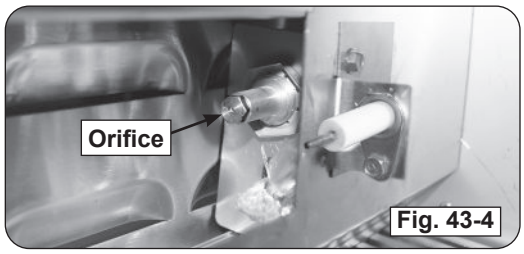

Fig. 43-4
6. Use a $^3/_8$" hex nut driver to remove the exposed orifice (Fig. 43-4). Check orifice. If needed, replace it with the correct orifice for the new gas.